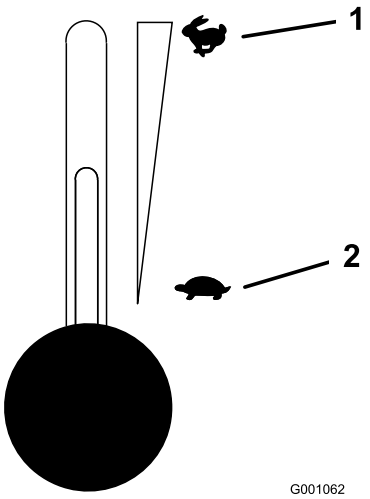

Rysunek 15
5. Ustaw dźwignię przepustnicy w położeniu środkowym (Rysunek 15).
2. Należy ustawić dźwignię przepustnicy w położeniu między wolnym i szybkim ruchem (Rysunek 15).